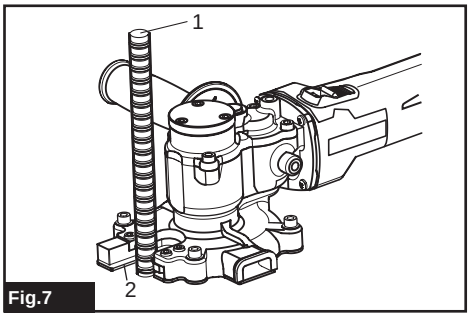

Fig.7
► **Fig.7: 1.** Rebar **2.** Guide